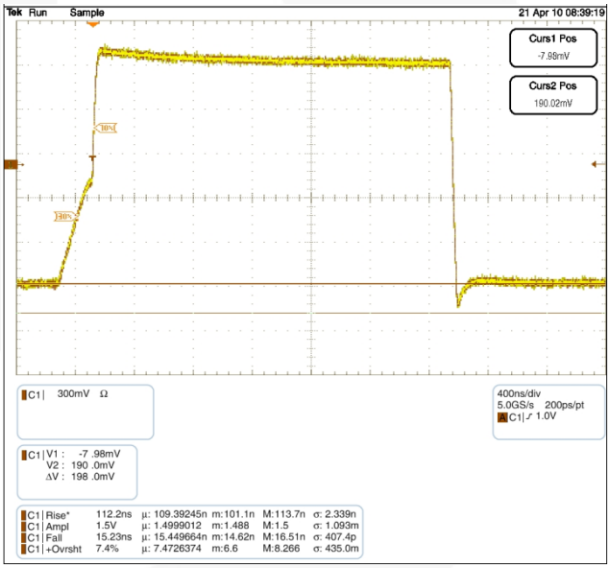

Figure 4. Waveform C: 600pF, Total R_{PU}: 2.2KΩ
Due to I^2C's open-drain topology, I^2C masters and slaves are not push-pull drivers. Logic LOWs are "pulled down" (I_{sink}), while logic HIGHs are "let go" (3-state). For example, when the master lets go of SCL (SCL always comes from the master), the rise time of SCL is largely determined by the RC time constant, where R = R_{PU} and C = the bus capacitance. If the FXMA2104 is attached to the master [on the A port] and there is a slave on the B port, the Npassgates act as a low resistive short between the ports until either of the port's $V_{CC}/2$ thresholds are reached. After the RC time constant has reached the $V_{CC}/2$ threshold of either port, the port's edge detector triggers both dynamic drivers to drive their respective ports in the LOW-to-HIGH (LH) direction, accelerating the rising edge. The resulting rise time resembles the scope shot in Figure 4. Effectively, two distinct slew rates appear in rise time. The first slew rate (slower) is the RC time constant of the bus. The second slew rate (much faster) is the dynamic driver accelerating the edge.
The FXMA2104 dynamic drivers have enough current-sourcing capability to drive a 400pF capacitive bus. This is beneficial when an I^2C buffer / repeater is required. The I^2C specification stipulates a maximum bus capacitance of 400pF. If an I^2C segment exceeds 400pF, an I^2C buffer / repeater is required to split the segment into two segments, each of which is less than 400pF. Figure 4 is a scope shot of an FXMA2104 driving a lumped load of 600pF. Notice the (30% - 70%) rise time is only 112ns (total R_{PU} = 2.2K •). This is well below the maximum edge rate of 300ns. Not only does the FXMA2104 drive 400Pf; it also provides excellent headroom below the I^2C specification maximum edge rate of 300ns.